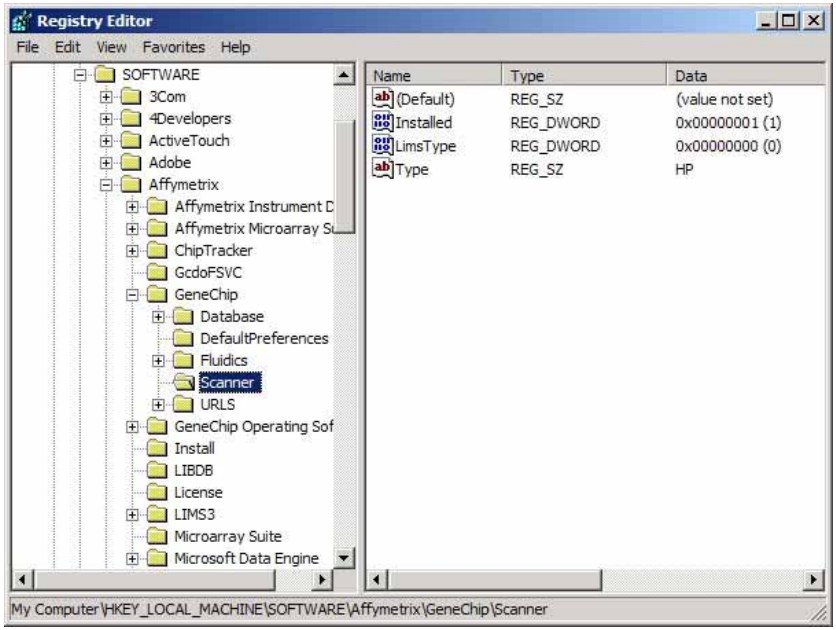

Figure 8.31
4. Select the **Software →Affymetrix →GeneChip →Scanner** node under the HKEY_LOCAL_MACHINE registry hive **(Figure 8.31)**.